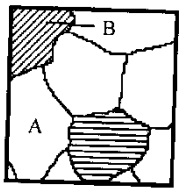

Рис. 17
49. Микроструктура какого сплава представлена на рис. 17?